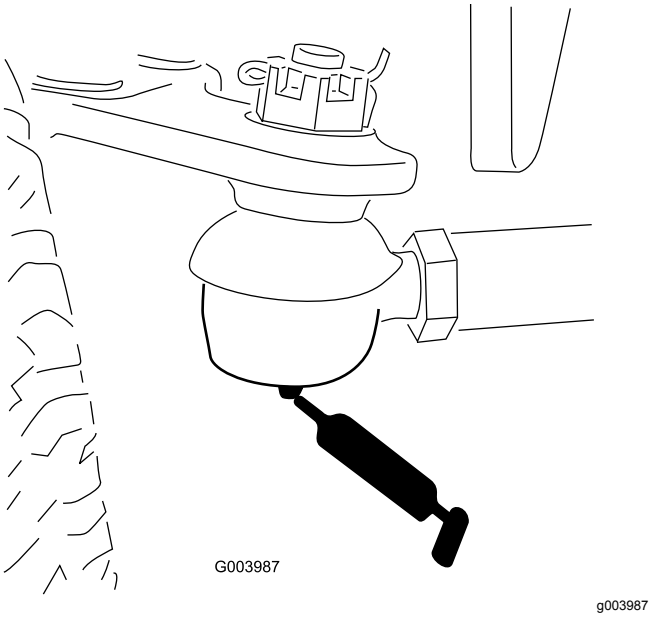

Figur 79
- Bagakslens forbindelsesstang (2) (Figur 79)